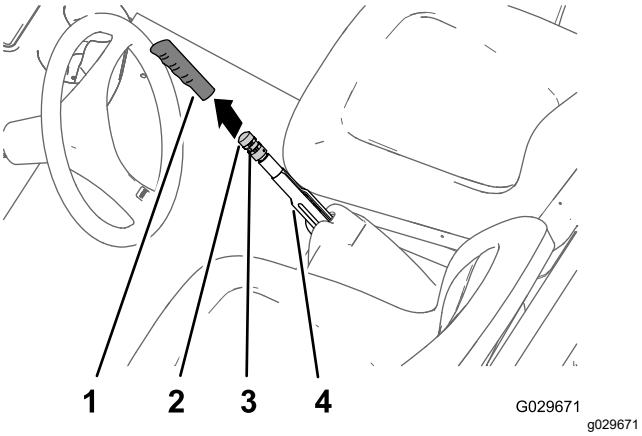

**Figuur 65**
1. Verwijder de handgreep van de parkeerremhendel (Figuur 65).
2. Draai de stelschroef los waarmee de knop voor de remafstelling is bevestigd aan de parkeerremhendel (Figuur 65).
3. Verdraai de knop van de remafstelling tot u een kracht van 133 tot 156 N bereikt om de parkeerremhendel in te schakelen (Figuur 65).
4. Draai de stelschroef vast en plaats de handgreep (Figuur 65).
2. Draai de stelschroef los (Figuur 65) waarmee de knop voor de remafstelling is bevestigd aan de parkeerremhendel. Stel de parkeerrem vrij en draai de knop voor de remafstelling los.
5. Draai aan de knop voor remafstelling (Figuur 65) totdat een kracht van 133 tot 156 N nodig is om de parkeerremhendel in werking te stellen.
C. Draai aan de knop voor remafstelling (Figuur 65) totdat een kracht van 133 tot 156 N nodig is om de parkeerremhendel in werking te stellen.
- Draai de stelschroef vast en plaats de handgreep (Figuur 65).